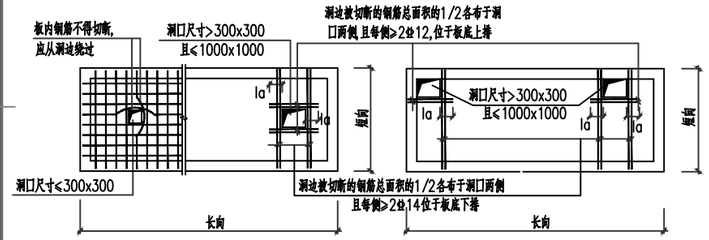

图7.1.11 楼板孔洞加强筋
7.1.11 楼面板、屋面板开洞，当洞口长边（或直径）≤300时，结构图不标注，施工时各工种必须根据各专业图纸配合土建预留全部孔洞。楼板开洞加强筋配置原则详图7.1.11，且当长向与短向长度比≤2时，洞边加强筋均应伸至板支座。